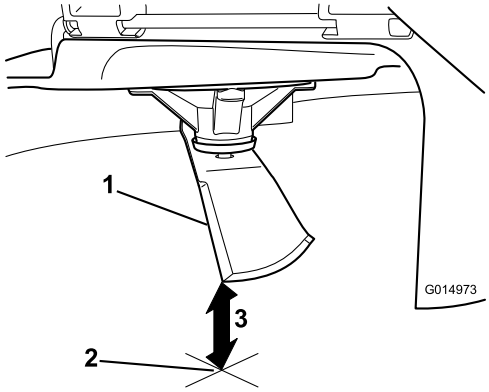

Figuur 51
3. Meet de afstand tussen het uiteinde van het mes en de vlakke ondergrond (Figuur 51).